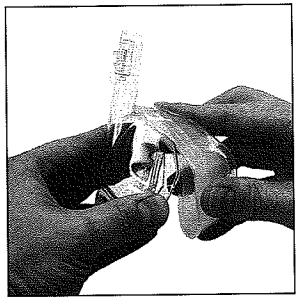
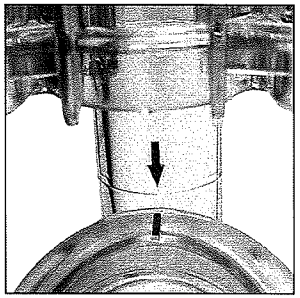

Abbildung 9
Abbildung 8
- Bringen Sie das Maskenpolster (1) erneut am Maskenkörper (2) an, indem Sie die Markierung an der Oberseite des Maskenpolsters mit dem Pfeil am Maskenkörper in Übereinstimmung bringen. Siehe **Abbildung 8**. Als nächstes drücken Sie den oberen Bereich des Maskenpolsters an den Maskenkörper. Siehe **Abbildung 9**. Fahren Sie solange damit fort, das Maskenpolster an den beiden Seiten und an der Unterseite des Maskenkörpers zu befestigen, bis eine vollständige Befestigung